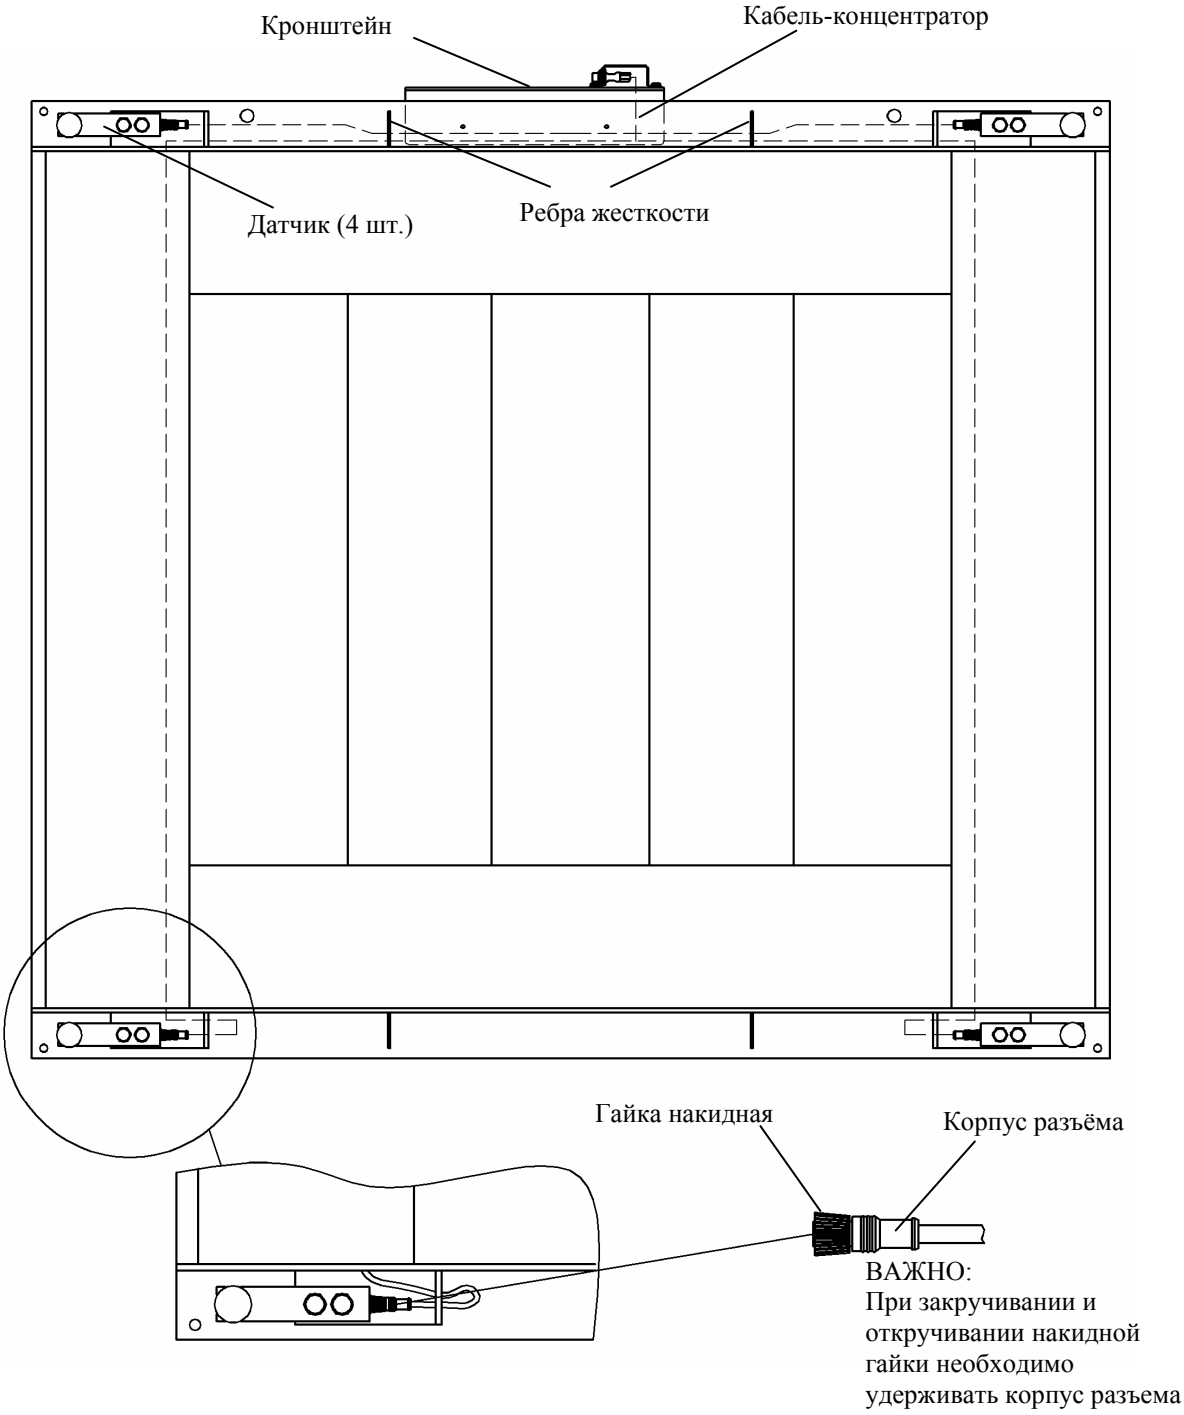

Рис. 10.9 - Модуль 4D- LA_ без подрамника
10.3.7.2 Осторожно вынуть модуль из подрамника, перевернуть и положить на пол (Рис. 10.9).
10.3.8.1.2 Осторожно вынуть из подрамника модуль, перевернуть и положить на пол (Рис. 10.9).